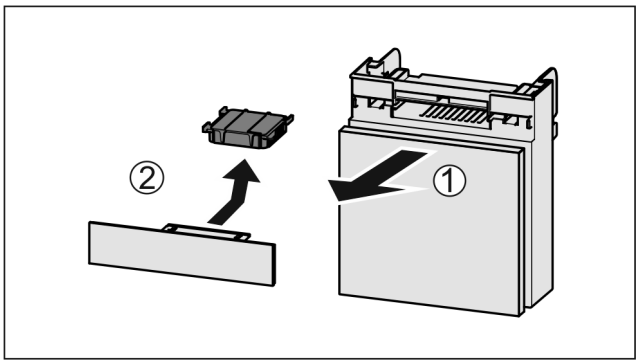

Fig. 143
▶ Pull out the compartment *Fig. 143 (1)*.
▶ Remove the carbon filter *Fig. 143 (2)*.